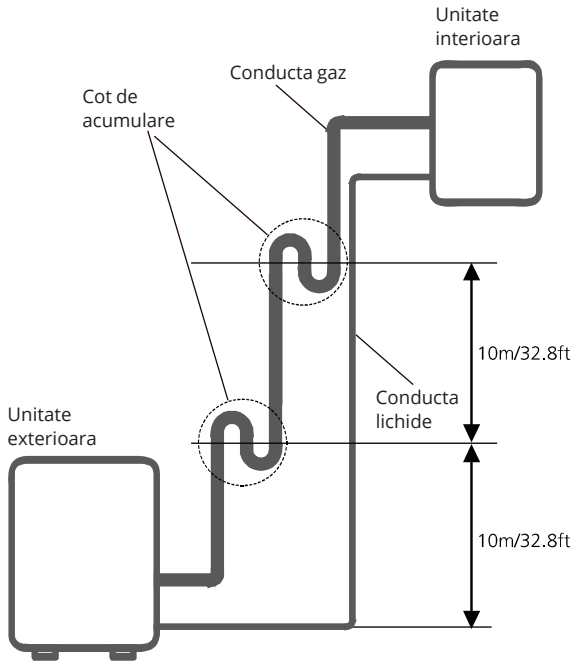

Fig. 7.2
- Scurgerea uleiului inapoi in compresor, poate cauza comprimarea lichidelor sau deteriorarea returului de ulei. Acumularile de ulei pot fi evitate daca se instaleaza coturi in conducta de gaz. Instalati coturi la fiecare 10 (32.8 picioare). (Vezi Fig 7.2)